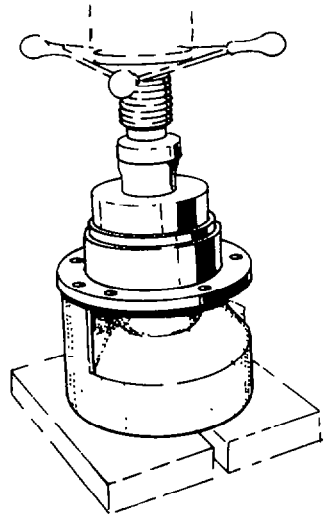

Fig. 304 — Installing Front Bearing Cup
b. Using a hydraulic press, install the front bearing cup into the bevel pinion housing (see fig. 304).